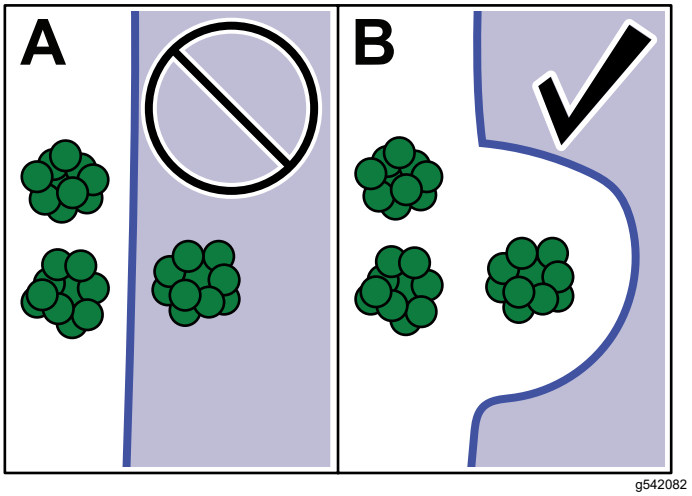

Figura 29
- El perímetro de la **ZOA** no debe mapearse debajo de árboles u otros obstáculos, ya que esto podría inhibir las comunicaciones GNSS con la máquina (Figura 29).